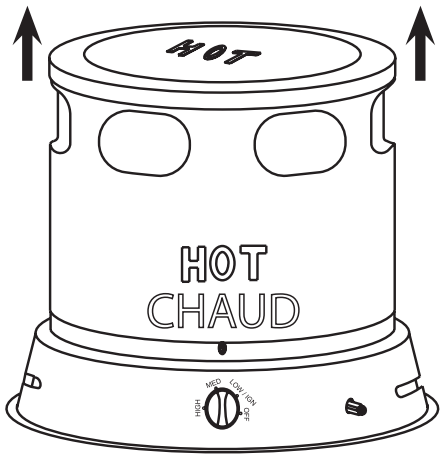

Figure 4
1. Slide Upper Housing straight up and off of lower housing and remove all packed items from inside the heater. (See Figure 4)